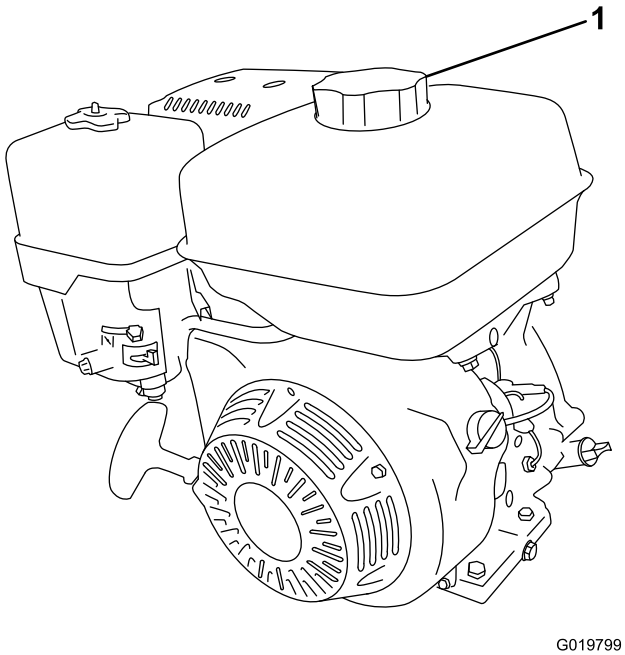

Figura 31
2. Limpie alrededor del tapón de combustible y retire el tapón (Figura 31).
4. Coloque el tapón del depósito de combustible firmemente (Figura 31).